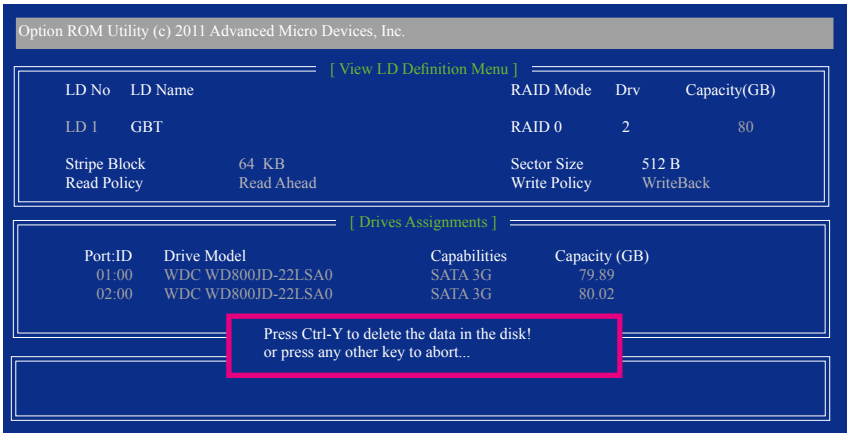

图10
2. 之后您将进入如图10的「View LD Definition Menu」窗口。在此窗口里您可以看到包含在此磁盘阵列的磁盘成员。若您确定要删除该磁盘，请按<Ctrl>+<Y>键或按任意键取消。